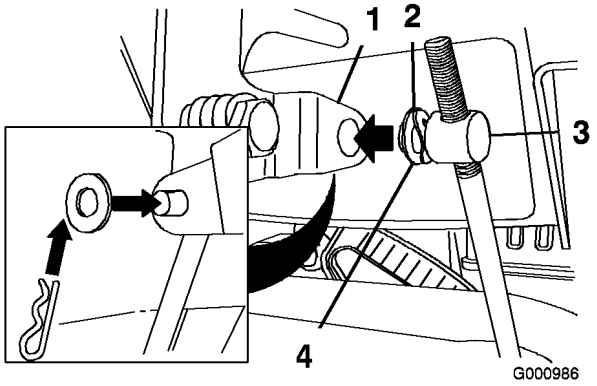

Figur 11
3. Ta bort hårnålssprinten och den yttre brickan från skruvleden på hastighetskontrollstångens övre ände (Figur 11).
Obs: Monteringen går lättare om du låter vågbrickan och planbrickan sitta kvar på skruvleden (Figur 11).
6. Lyft upp hastighetskontrollstången och för in skruvleden i hålet i växelväljarspaken (Figur 11).